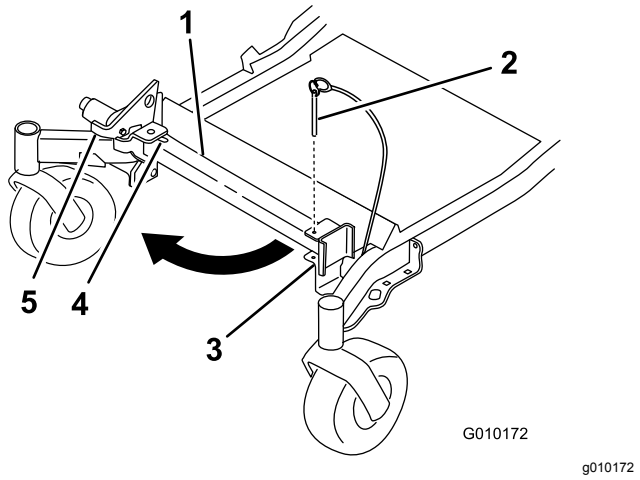
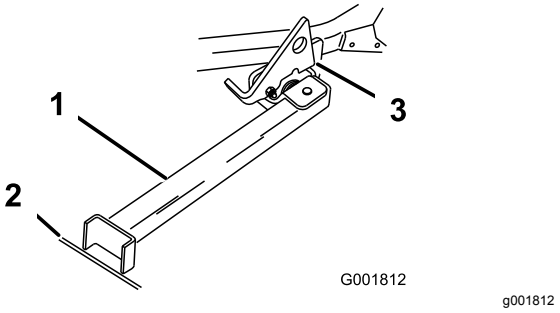

Bild 32
Bild 33
2. Nehmen Sie den Halterungsstift ab (Bild 32).
4. Drehen Sie den Ständerfuß nach vorne heraus und schieben ihn zur Maschine hin in den unteren Schlitz (Bild 32 und Bild 33).
5. Stellen Sie den Fuß auf den Boden und lassen Sie den Riegel auf der Drehzapfennase aufliegen (Bild 33).
Hinweis: Stellen Sie den Ständerfuß am besten in Risse auf Gehwegen oder in der Grünfläche (Bild 33).
7. Fahren Sie die Maschine auf den Ständer. Halten Sie an, wenn der Riegel über der Nase in die arretierte Stellung einrastet (Bild 33).
5. Stellen Sie den Ständer wieder in die Ruhestellung (Bild 32).